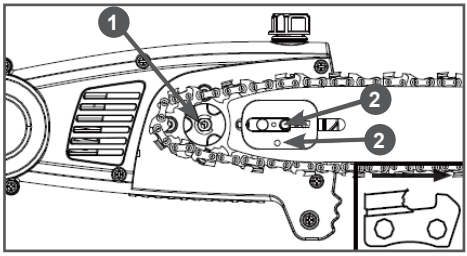

Рис. 4. Установка цепи
4. Наденьте пильную цепь на звездочку 1 (Рис. 4), одновременно надев шину на шпильку 2 шины, совместив паз шины и шпильку, а также палец натяжения цепи 3 с отверстием для пальца в основании шины.